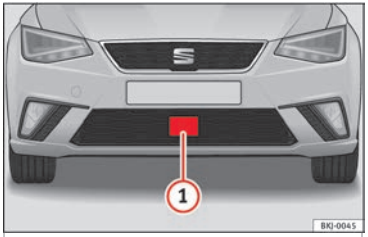

Fig. 192 En el paragolpes delantero: sensor de radar.
En el paragolpes delantero va montado un sensor de radar para captar la situación del tráfico ››› **fig. 192** (1).